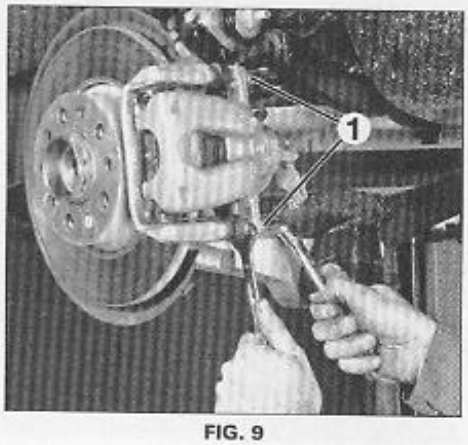

FIG. 9
• Déposer les vis de fixation (1) de l'étrier, puis déposer ce dernier (Fig.9).